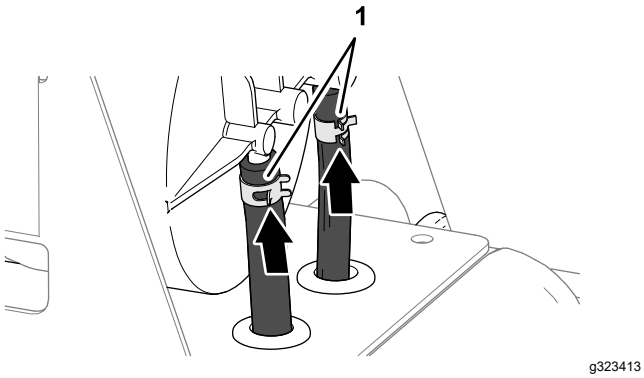

**Bild 91**
4. Befestigen Sie die Schläuche mit Schlauchklemmen an den Anschlussstücken (Bild 91